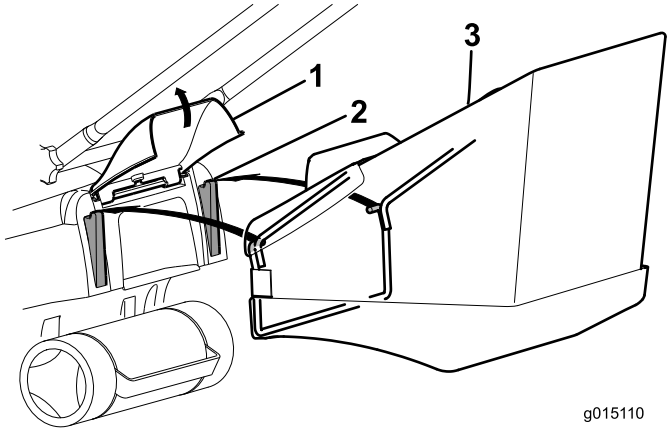

**Figur 15**
2. Höj upp den bakre dörren och montera gräsuppsamlaren på flänsarna (Figur 15).